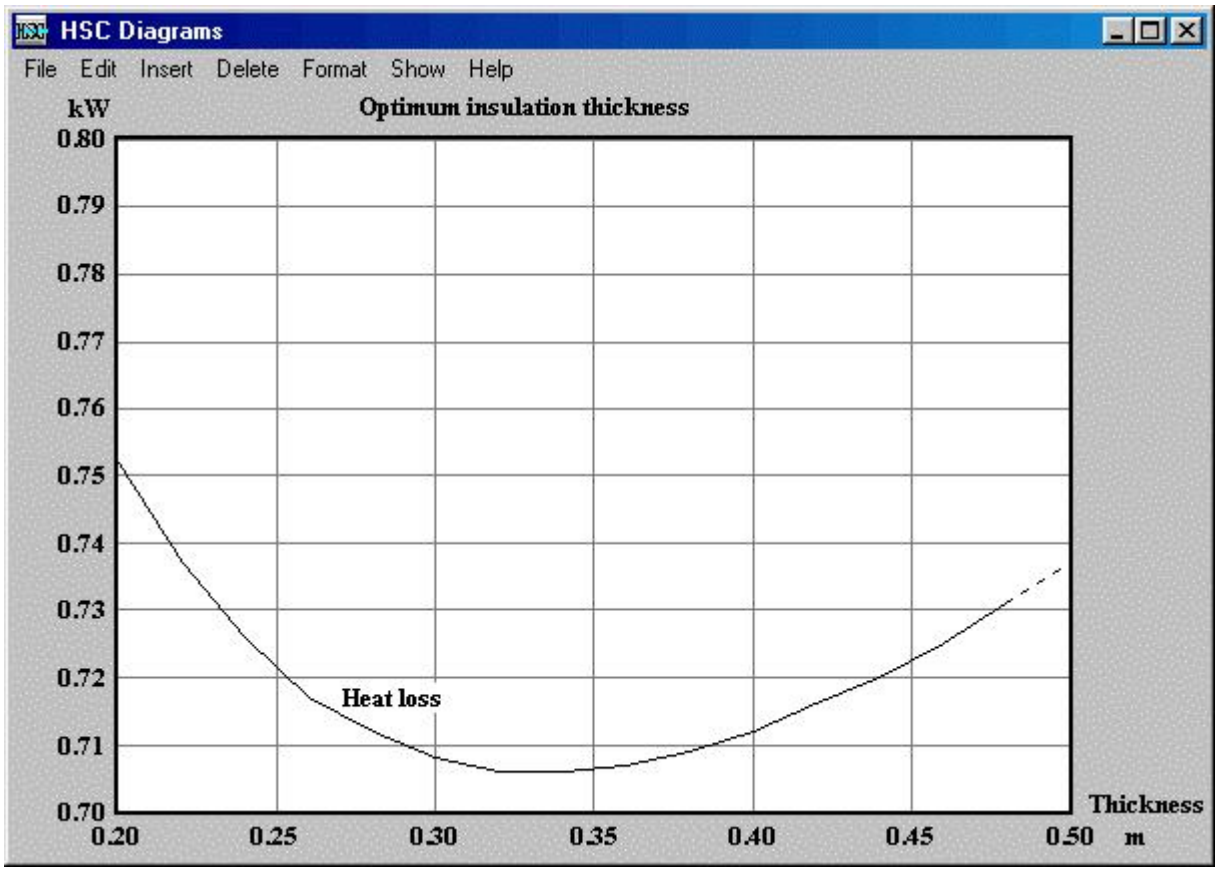

Figure 15 *Dia ra s o in t e t eoretica o ti u side a insu ation t ic ness or a c indrica ot ater tan .*
9. Press **Diagram** again in the **Diagram table** window. The final diagram should look similar to Figure 15. The theoretical optimum insulation thickness is now roughly 33 cm.